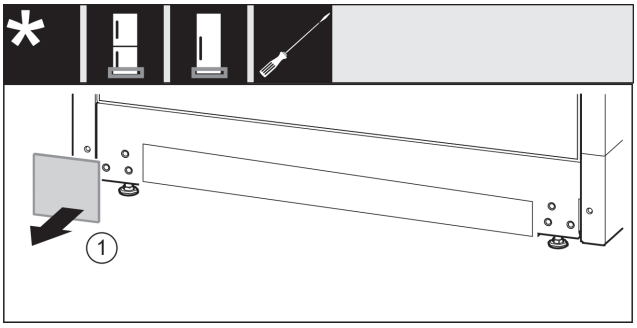

Fig. 14
- ▶ Noņemiet pārsegu *Fig. 14 (1)*.